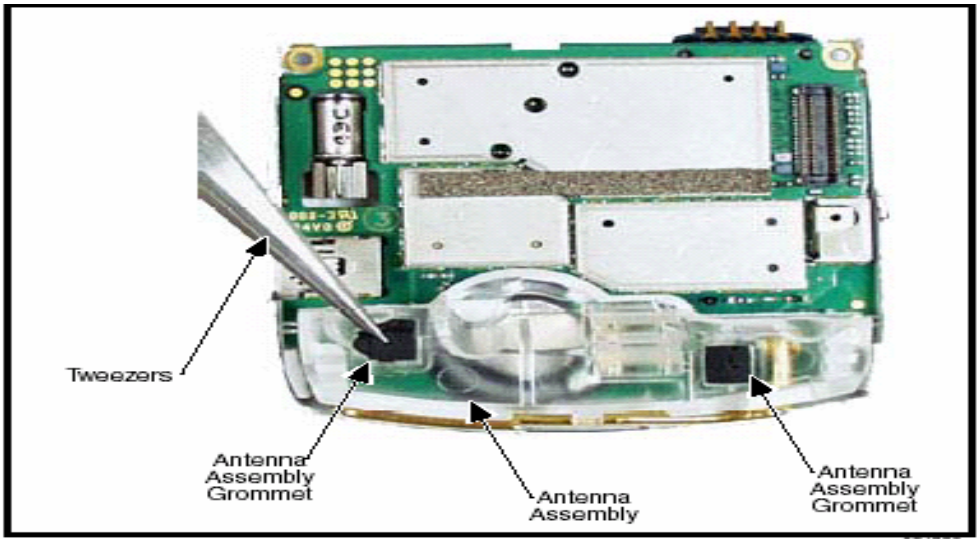

Fig7
2. Use the metal tweezers to grasp the rubber antenna grommets and carefully remove them from the antenna assembly. See Figure 7. Set the rubber grommets aside for reuse.